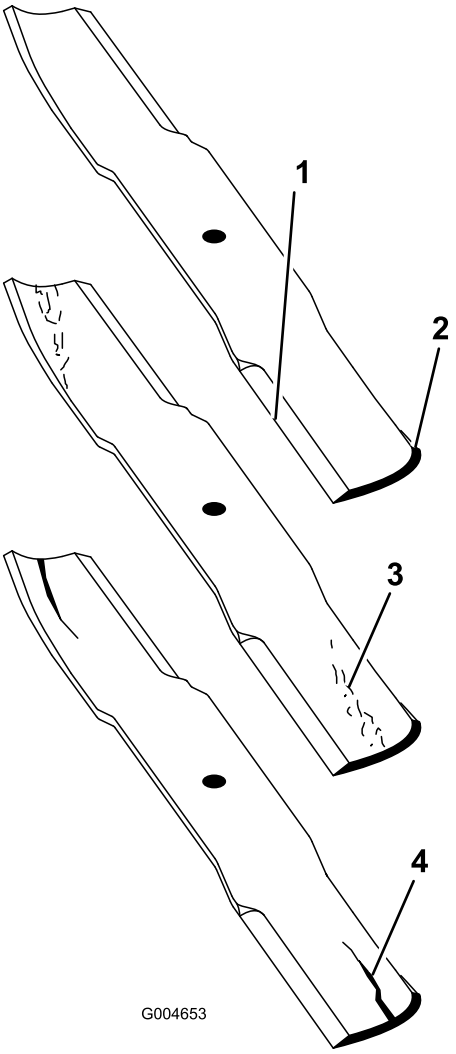

Figur 83
2. Undersök knivseggarna noggrant, i synnerhet där knivens flata och böjda del möts (Figur 83). Kontrollera kniven innan du använder maskinen eftersom sand och slipande material kan slita bort metallen mellan knivens flata och böjda delar. Byt ut kniven om den är sliten (Figur 83).